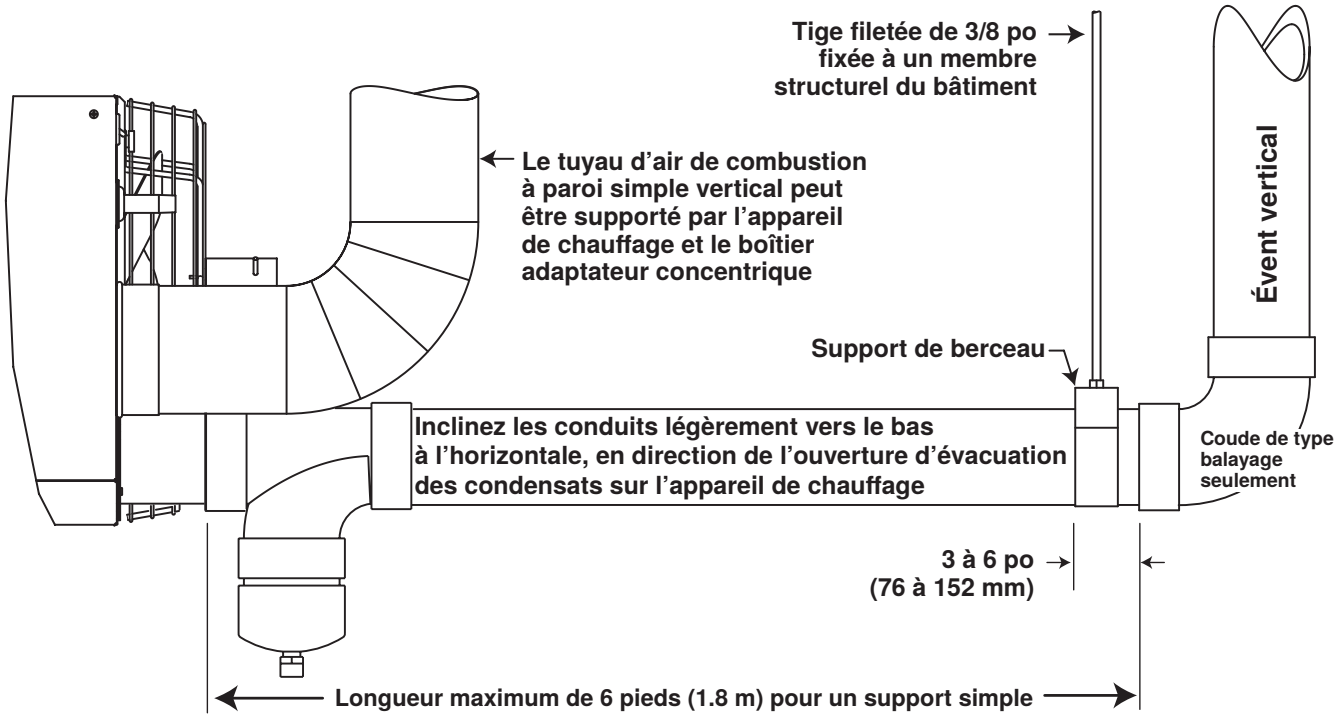

**Figure 6. Support de tuyau d'évent**
- Ventilation verticale CPVC ou PVC : il est recommandé que la conception du système de support vertical soit confiée à un ingénieur. La **Figure 6** illustre un support de type berceau fourni sur le chantier qui permet une expansion pour une simple ventilation verticale de 30 pieds (9.1 mètres) ou moins et qui s'élève près de l'appareil de chauffage.